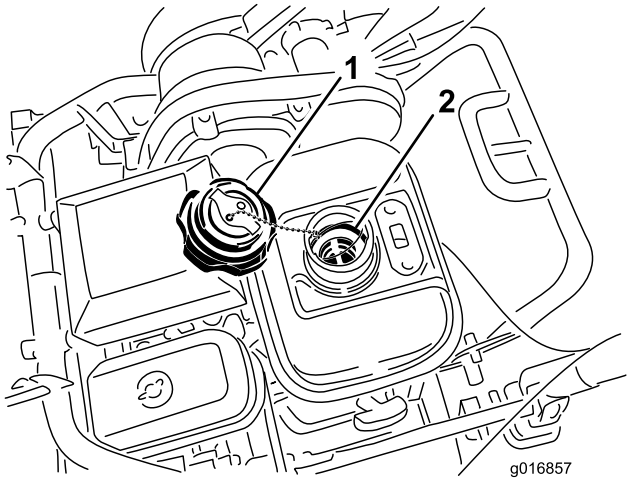

Figur 37
3. Skru ut og fjern drivstofftanklokket fra drivstofftanken (Figur 37).